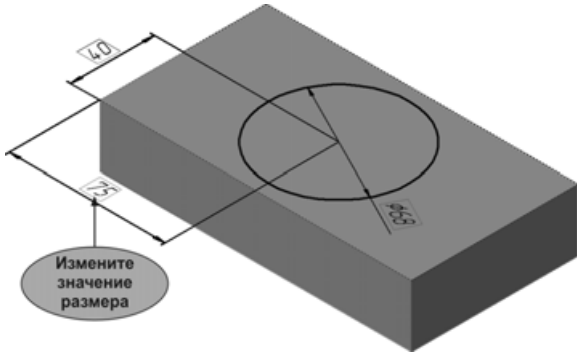

Рис. 4.54
- Выберите **Эскиз:2** для редактирования элемента **Приклеить элемент выдавливания:1** и измените значение горизонтального линейного размера 45 на 75 (рис. 4.54). Закройте эскиз — система выполнит перестроение модели.